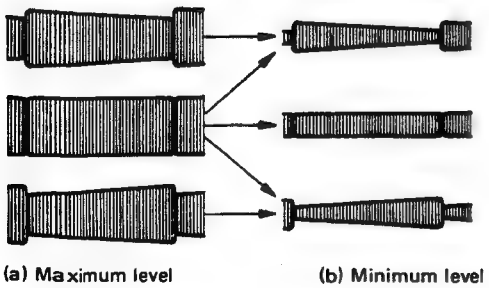

Fig. 2-42 Normal FM waveform variations
6. Operate the TRACKING control to both extremes of its range. Confirm nearly linear variation of the FM waveform (see Fig. 2-42 and 2-43).